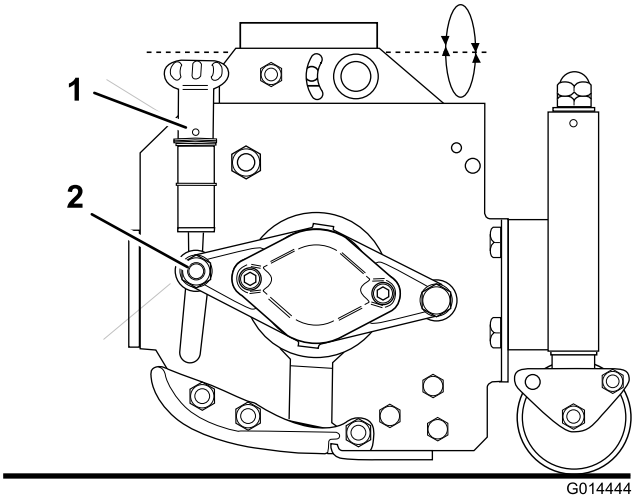

Figuur 69
3. Als afstelling nodig is, gaat u als volgt te werk: draai de moer (Figuur 69) aan beide kanten een kwartslag los.
4. Draai handwiel (Figuur 69) aan om de beurt aan iedere kant, terwijl u de maaicilinder terugdraait tot het mes de cilinder over de volle lengte net raakt.
6. Draai de moer (Figuur 69) aan beide einden weer vast.